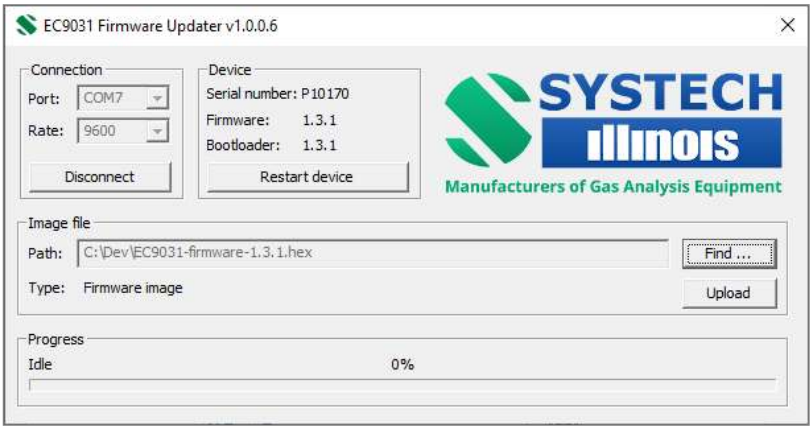

Figure 11: Restart device after firmware update
6. After completing the firmware update, restart the EC9031 Oxygen Monitor by clicking on the 'Restart device' button (see Figure 11) and allow to run to normal operating mode.